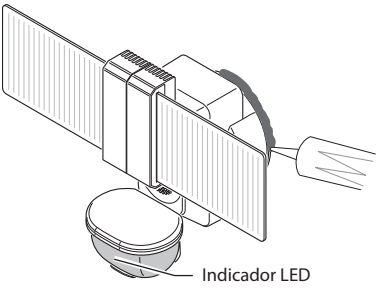

Figura 8
8. Calafatee alrededor de la placa de montaje y de la superficie de montaje con un sellador de silicona (no incluido) (vea la Figura 8).
detecte movimiento (vea la Figura 8). *Nota:* el LED azul se apagará 30 segundos después de que se haya detenido todo movimiento.